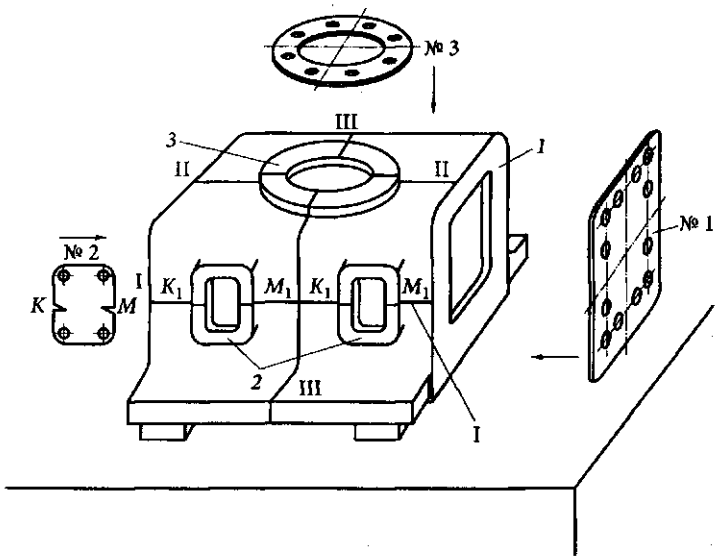

Рис. 2.9. Разметка корпуса по шаблонам:
1. Установите на разметочной плите корпусную деталь (рис. 2.9) так, чтобы ее поверхность *1* была перпендикулярна поверхности плиты. При установке используйте разметочные клинья.